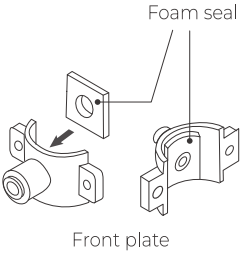

Figure 8
b. Choose a spot on the drainpipe that is convenient for installing the drain saddle **(Figure 8)**. Drill a 1/4" hole in the drainpipe. Be sure not to penetrate the opposite side of the pipe.